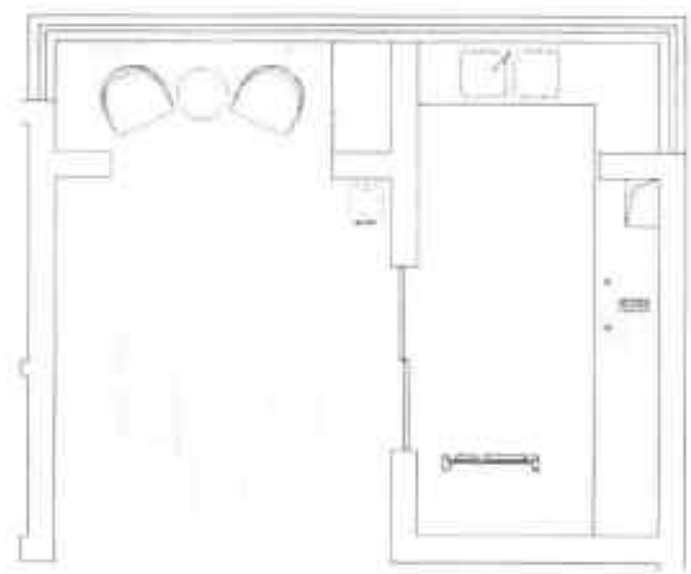

图19-33 完成厨房餐厅区域的布置
Step 06 再次执行“插入块”命令，将餐桌椅、电器等图块插入餐厅合适位置，完成厨房餐厅区域的布置，如图19-33所示。